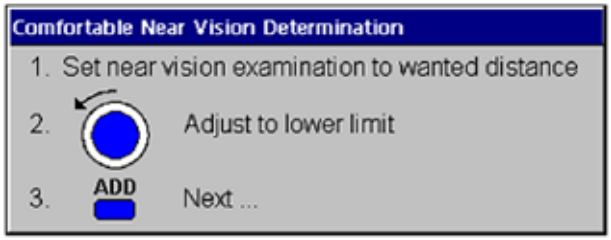

Figure IU-10, Near Vision Addition
1. Press ADD. The Comfortable Near Vision Determination box will appear. Refer to Figure IU-10.